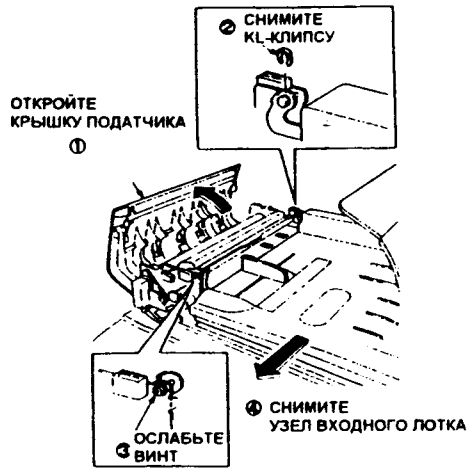

Рис. 1
3. (Рис. 1): Снимите узел входного лотка.